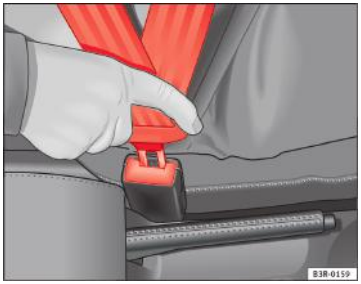

Fig. 11 Catarama şi limba centurii de siguranță
– Introduceți limba centurii în catarama corespunzătoare scaunului şi apăsați până ce aceasta se fixează cu un declic ⇒fig. 11.